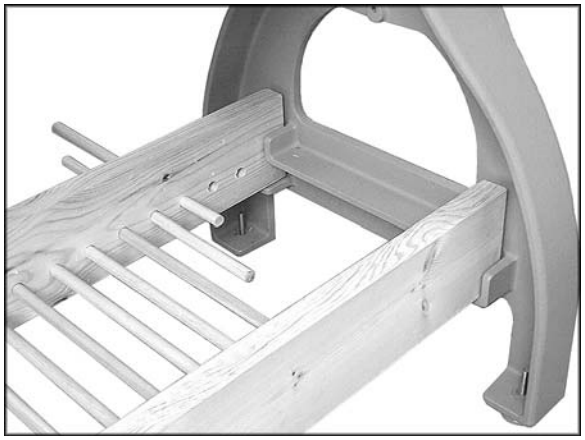

Figure 12
Shelf Style 3: (Figure 12)
This is a basket-style shelf consisting of two 2x6’s and dowel rods. The advantage of this design is that most wood chips will fall through the shelf instead of accumulating on it. The instructions below are for building the shelf shown in Figure 12.
6. Insert the dowel rods through the holes in the rear 2x6, as shown in Figure 12.